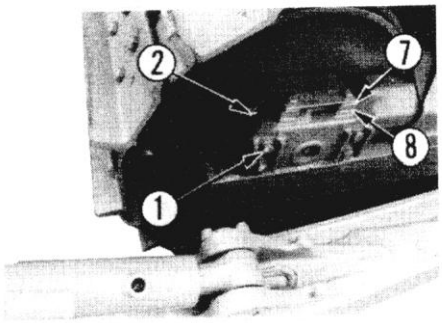

Рис. 4-45.
a) Регулировка боковых направляющих (Рис. 4-45~46).